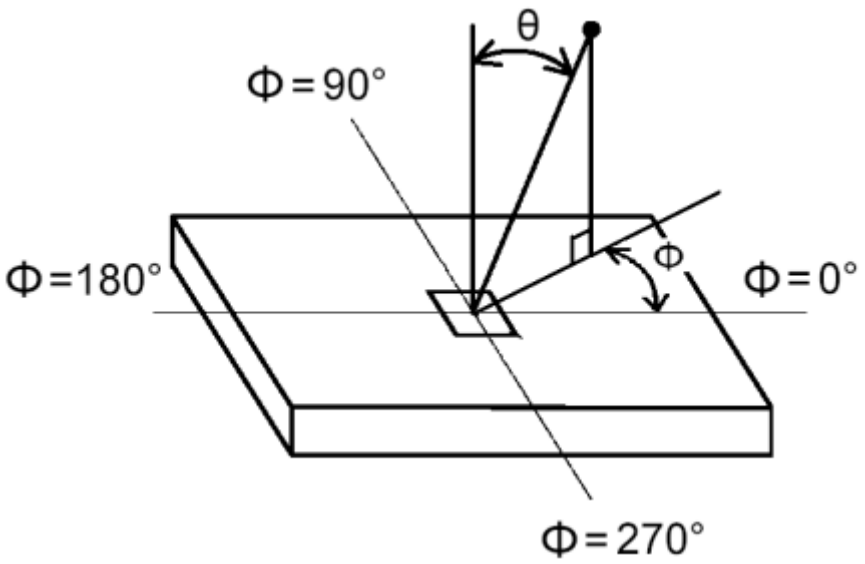

Fig. 4 Viewing Angle
5. Viewing angle is the angle at which the contrast ratio is greater than 10. The angles are determined for the horizontal or x axis and the vertical or y axis with respect to the z axis which is normal to the LCD surface. For more information see Fig. 4~~Fig. 4~~.